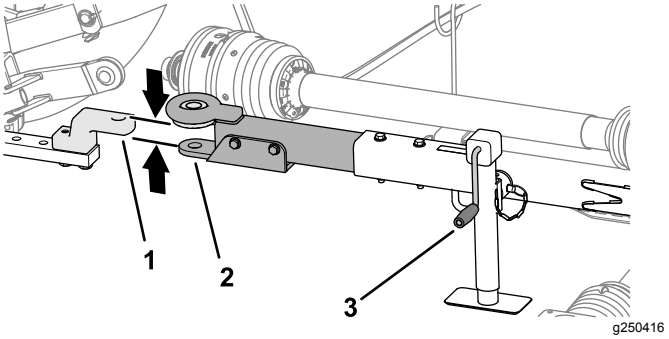

Figur 22
1. Bruk jekkhåndtaket til å heve eller senke trekkstangjekken, og innrett trekkstangen med slepeutstyret eller svingtappkoblingen (Figur 22).
3. Innrett slepeutstyret eller svingtappkoblingen på tauekjøretøyet med trekkstangen på gressklipperen (Figur 22).